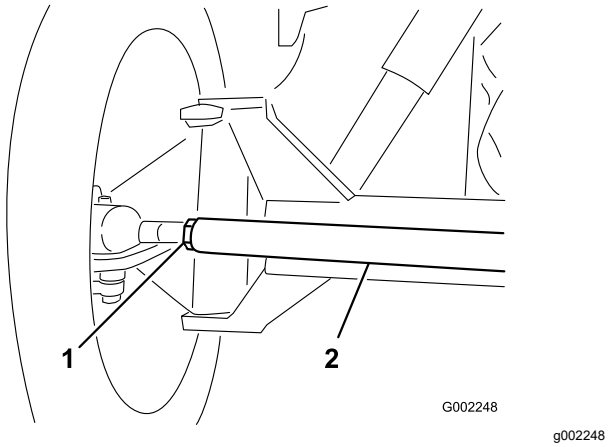

**Figur 102**
3. Om måttet inte hamnar inom det angivna området ska du lossa kontramuttrarna i båda ändarna av dragstången (Figur 102).